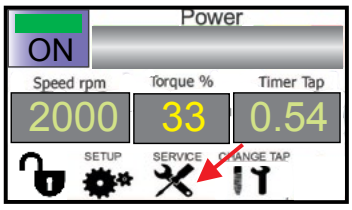

FIG. 1
1. Premere SERVICE nella videata principale del touch screen del pannello di controllo (FIG. 1);